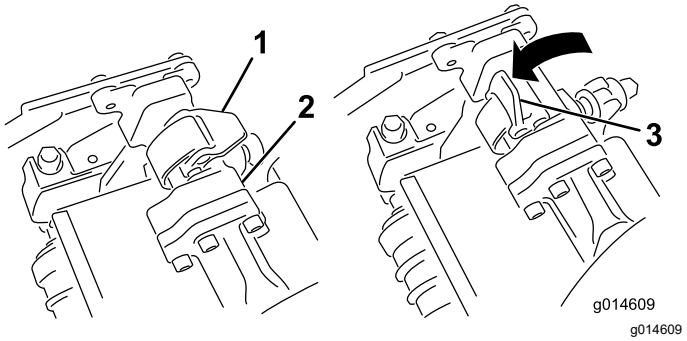
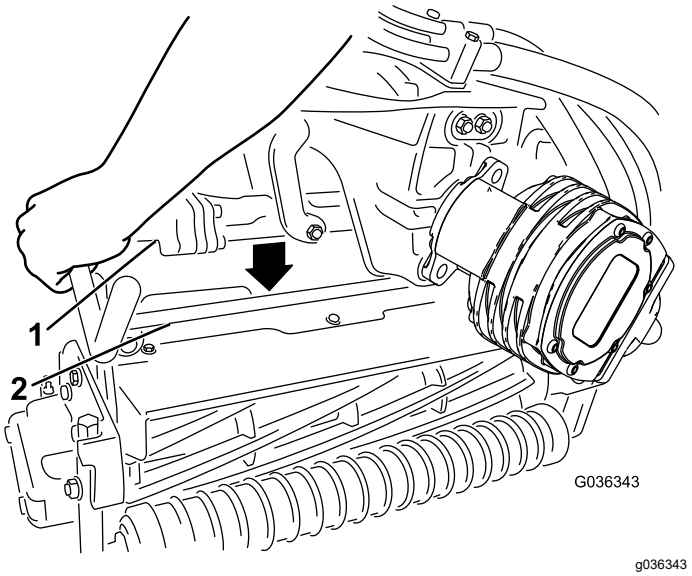

Bild 68
Bild 69
3. Öffnen Sie die Verriegelungen an der Aufhängearmstange (Bild 68) und drücken Sie den Aufhängearm nach unten, damit die Stange über beide Neigungsarme an der Schneideinheit liegt und stellen Sie sicher, dass die Verriegelungen unter die Querstange der Schneideinheit greifen (Bild 69).
4. Drücken Sie die Riegel nach unten um die Schneideinheitsstange herum und arretieren sie (Bild 68).
6. Öffnen Sie die Riegel an der Aufhängearmstange der Schneideinheit, die Sie entfernen möchten (Bild 68).